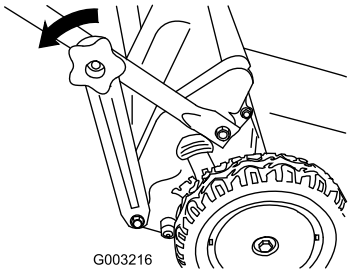

Figura 13
1. Retire los pomos del manillar inferior que sujetan los extremos del manillar inferior a los soportes del manillar (Figura 13).